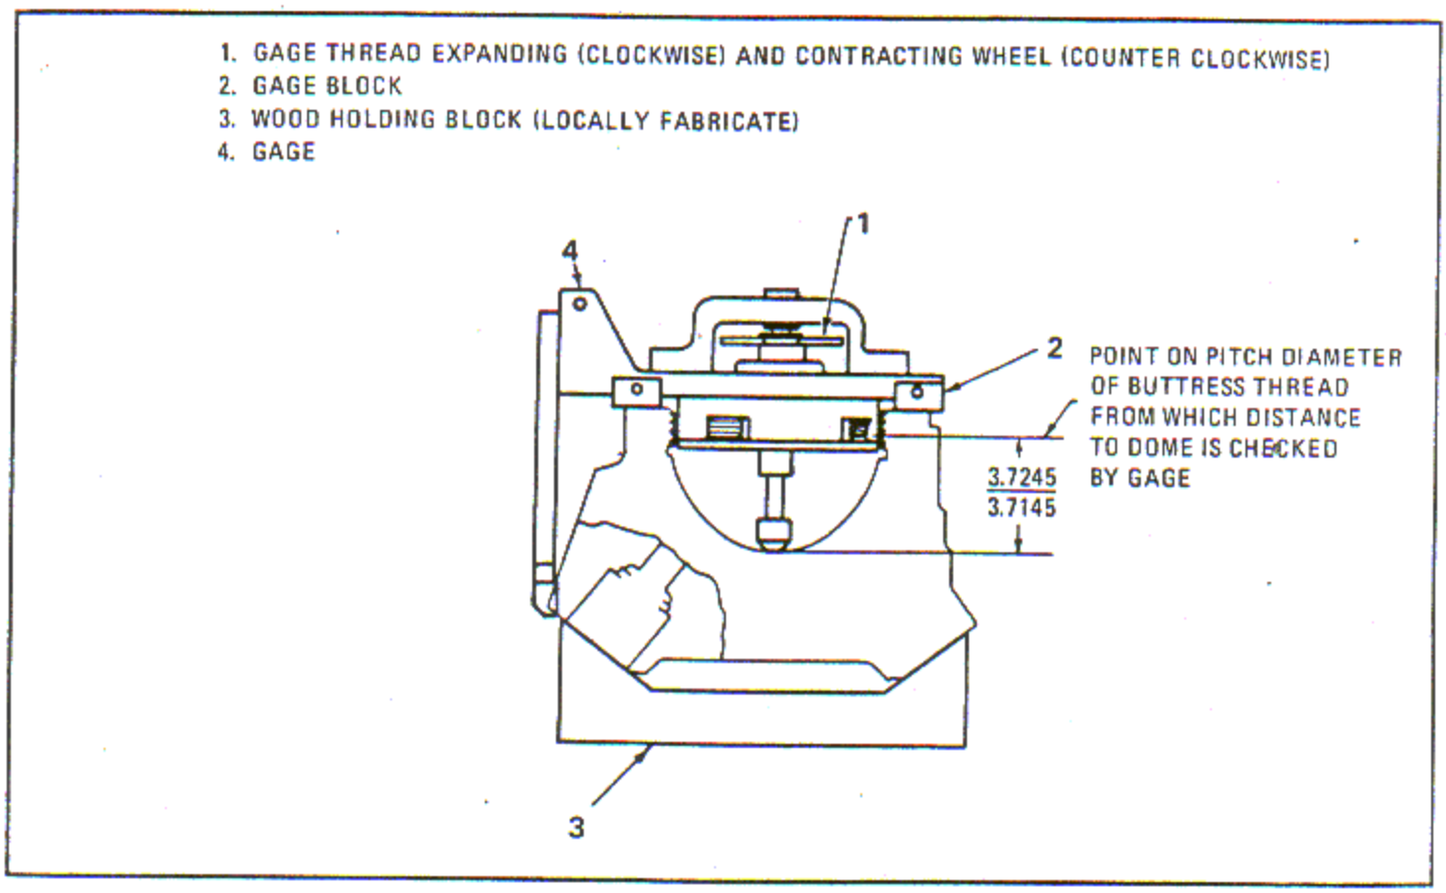

Figure 6-126. Cylinder Head Inspection
a. Place the non-timed thread cylinder head on a locally fabricated work bench holding block (3, figure 6-126) with the threaded side up. Insert thread timing gage into the cylinder head with the gage threads fully contracted and using proper gage blocks (2).
c. Rotate the thread gage counterclockwise and set the gage targeting arm into the cylinder head targeting arm into the cylinder head targeting slot in the rocker box side. Complete expanding the gage threads in the cylinder head threads and tighten snugly in position. See figure 6-126.